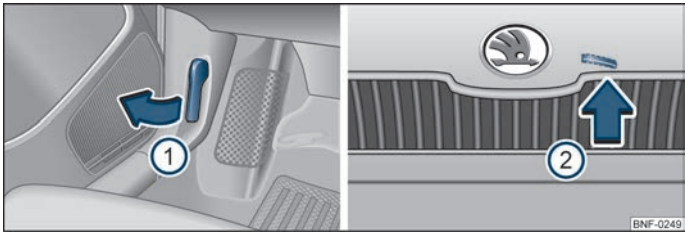

Fig. 90 Unlocking the bonnet
– Pull the unlocking lever below the dash panel on the left-hand side ① ⇒ Fig. 90.
– Pressing on the unlocking lever in direction of arrow ② ⇒ Fig. 90 will unlock the bonnet.